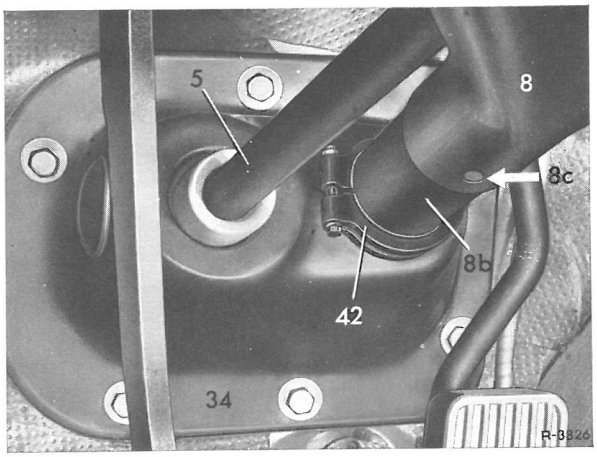

Fig. 46-14/4
18 Gummimanchetten (33) skydes ind på afdækningspladen (34), forinden fyldes rummet mellem de to tætningskanter med fedt (fig. 46-14/3).